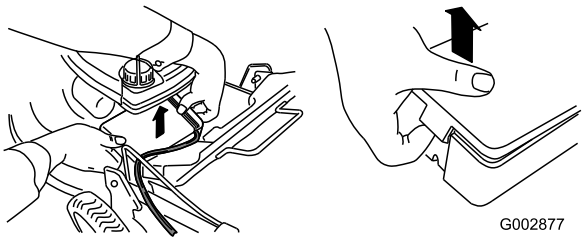

Figuur 38
1. Maak beide uiteinden van het accudeksel los en verwijder dit (Figuur 38).